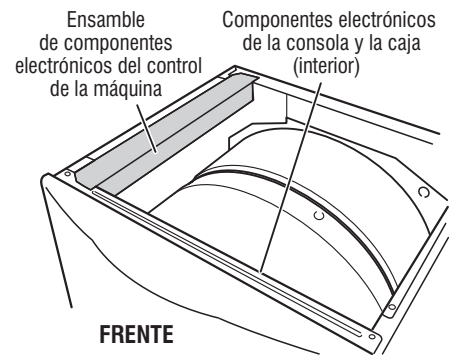

Figura 15 *Ubique los ensambles electrónicos.*
2. Saque el panel superior para lograr acceso a los dos ensamblajes electrónicos: los componentes electrónicos y la caja, y los componentes electrónicos de control de la máquina. Vea la figura 15.